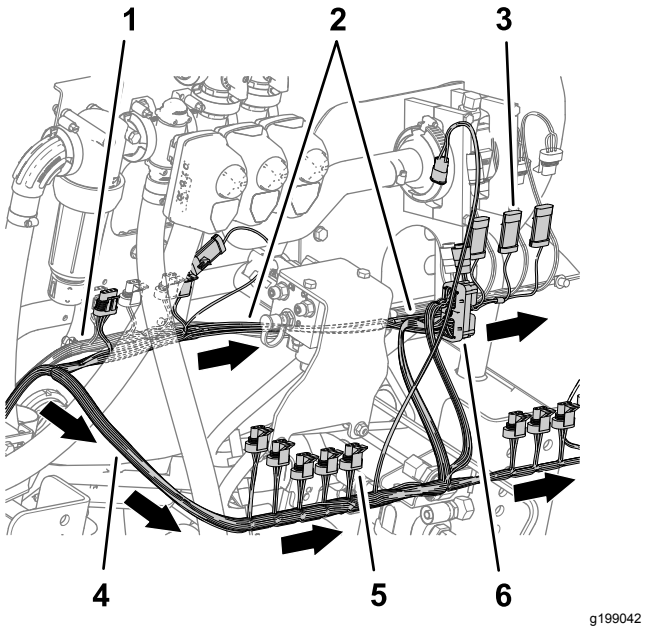

Figur 85
7. Ved maskinens bagende føres ledningsnettets afgreningsledning (89 cm) fremad i forhold til løftemanifolden og til højre for gennemstrømningsmåleren som vist i Figur 85.
8. Før ledningsnettets afgreningsledning (102 cm) bagud i forhold til løftemanifolden og til højre som vist i Figur 85.